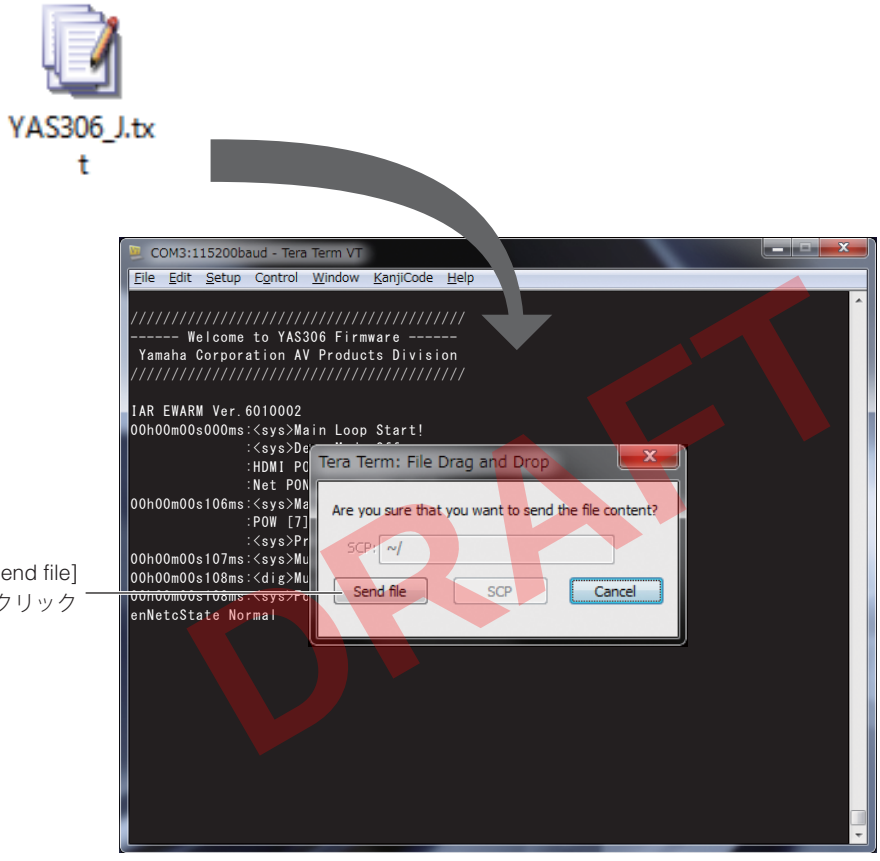

Fig. 8
5. Drag the file for setting to the Tera term screen and drop it there. (Fig. 8)
Send the file for setting by clicking [Send file] on the “Tera Term: File Drag and Drop” screen. (Fig. 8)
5. 設定用ファイルをテラタームの画面上へドラッグ＆ドロップします。(Fig. 8)
“Tera Term：File Drag and Drop” 画面で、［ファイル送信］をクリックして設定用ファイルを送信します。(Fig. 8)